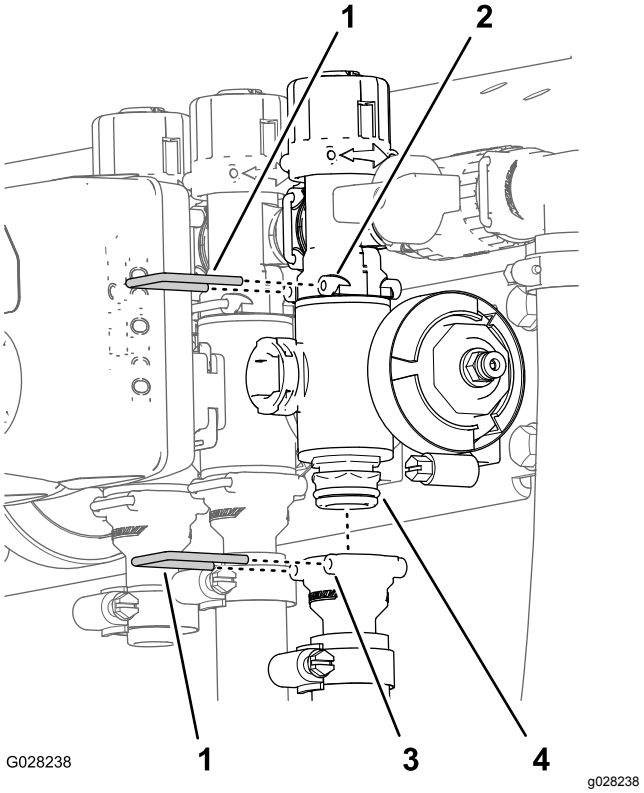

Figur 95
2. Afmonter de holdere, der fastgør udgangsstudsen til sektionsventilmanifolden og ventilmanifolden til omløbsfittingen (Figur 95).